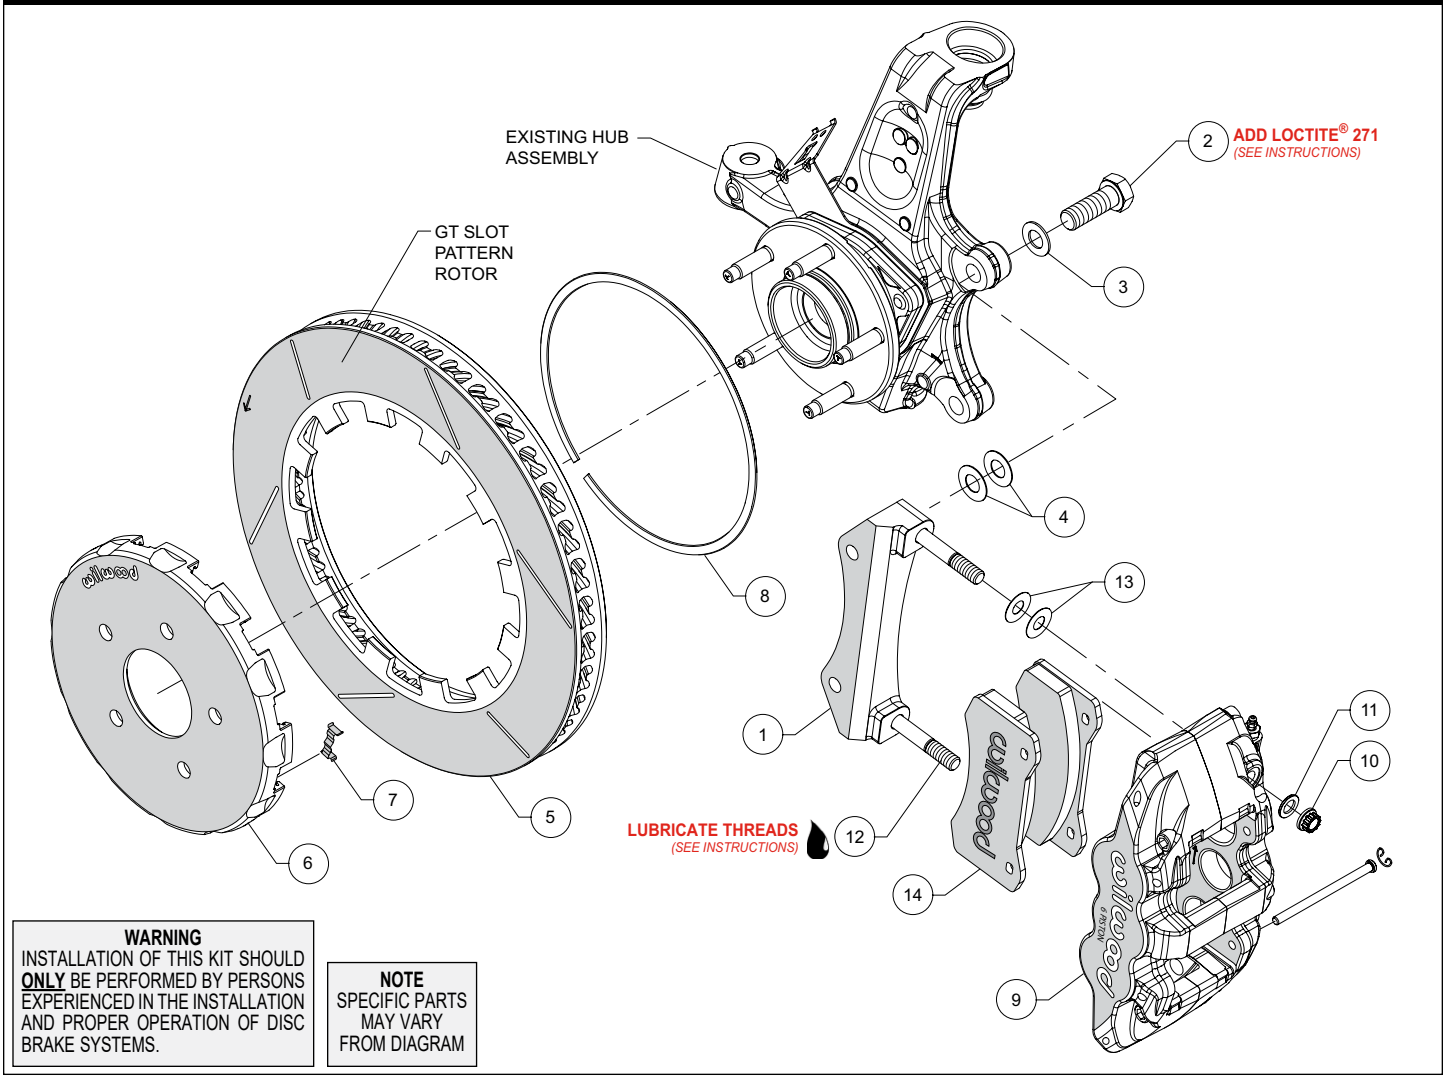

Figure 1. Typical Installation Configuration
NOTE: *Numbers in parenthesis refer to the parts list and Figure 1 on the preceding pages.*
•The caliper mount bracket (1) should initially be installed with clean, dry threads on the mounting bolts. Orient the bracket, as shown in Figure 1 and Photo 1, and install using bolts (2) and washers (3). Initially place two .029" thick shims (4) on each bolt between the bracket and upright, Figure 1. Temporarily tighten the mounting bolts. ***NOTE:*** *The bracket must fit squarely against the mount bosses on the upright.* Inspect for interference from casting irregularities, machining ridges, burrs, etc. Later, after the caliper alignment has been checked, the mount bolts will be secured using red *Loctite*® 271.
•Insert the dynamic mount wear clips (7) into the slots in the hat (6), Photo 2. Orient the rotor (5) as shown in Figure 1 and Photo 3, with the flush side of mount lugs facing the hat. Secure the rotor to the hat using the snap ring (8) by simultaneously pushing down on the rotor and installing the ring into the groove in the hat, as shown in Photo 4. Carefully inspect snap ring to ensure complete engagement in the groove.
•***NOTE:*** *This kit contains distinct right and left hand calipers that must be mounted in a specific direction, as described below.* Lubricate the caliper mounting studs (12) with lightweight oil. Initially place two .016" thick shims (13) on each stud between the caliper and the bracket, as shown in Figure 1 and Photo 5. Mount the caliper (9) onto the bracket (1) using lock nuts (10) and washers (11), Figure 1. Temporarily tighten the lock nuts. Ensure that the caliper is mounted so the largest pistons are at the rotor exit end of the caliper, in relation to the direction of the rotor. View the rotor through the top opening of the caliper. The rotor should be centered in the caliper, Photo 6. If not, adjust by adding or subtracting shims (4) between the bracket and the upright. Always use the same amount of shims on each of the two mounting bolts. Once the caliper alignment is correct, remove the bracket mounting bolts (2) one at a time, apply red *Loctite*® 271 to the threads, and torque to 77 ft-lbs.
•Unmount the caliper from the mounting bracket by removing lock nuts (10) and washers (11). Remove the two pad retaining pins from the caliper (9) by carefully popping out the pin retaining clips and sliding out the pins. Insert the brake pads (14) into the caliper from the bottom, Figure 1 and Photo 7. With the friction material facing the rotor, secure the brake pads in place with the pad retaining pins and clips, Photo 8. Reinstall the caliper onto the caliper mounting bracket and temporarily tighten the lock nuts (10). Check that the top of the brake pad is flush with the outside diameter of the rotor, Photo 9. If not, adjust by adding or subtracting shims (13) between the caliper and the bracket. After the caliper pad height is set, torque the caliper lock nuts (10) to 47 ft-lb.